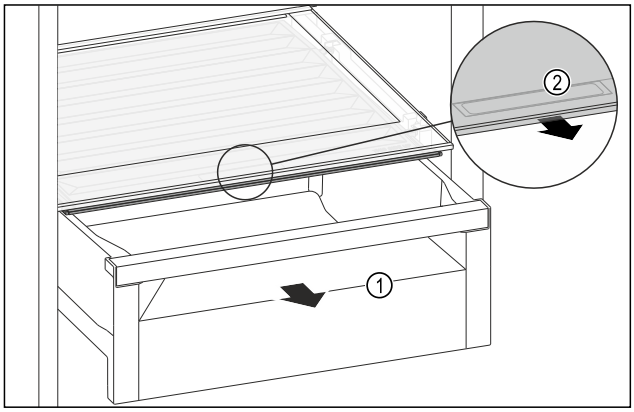

Fig. 142
▶ Pull out the drawer *Fig. 142 (1)*.
▶ Grip the handle recess *Fig. 142 (2)* on the lid while pulling the lid forward at the same time.